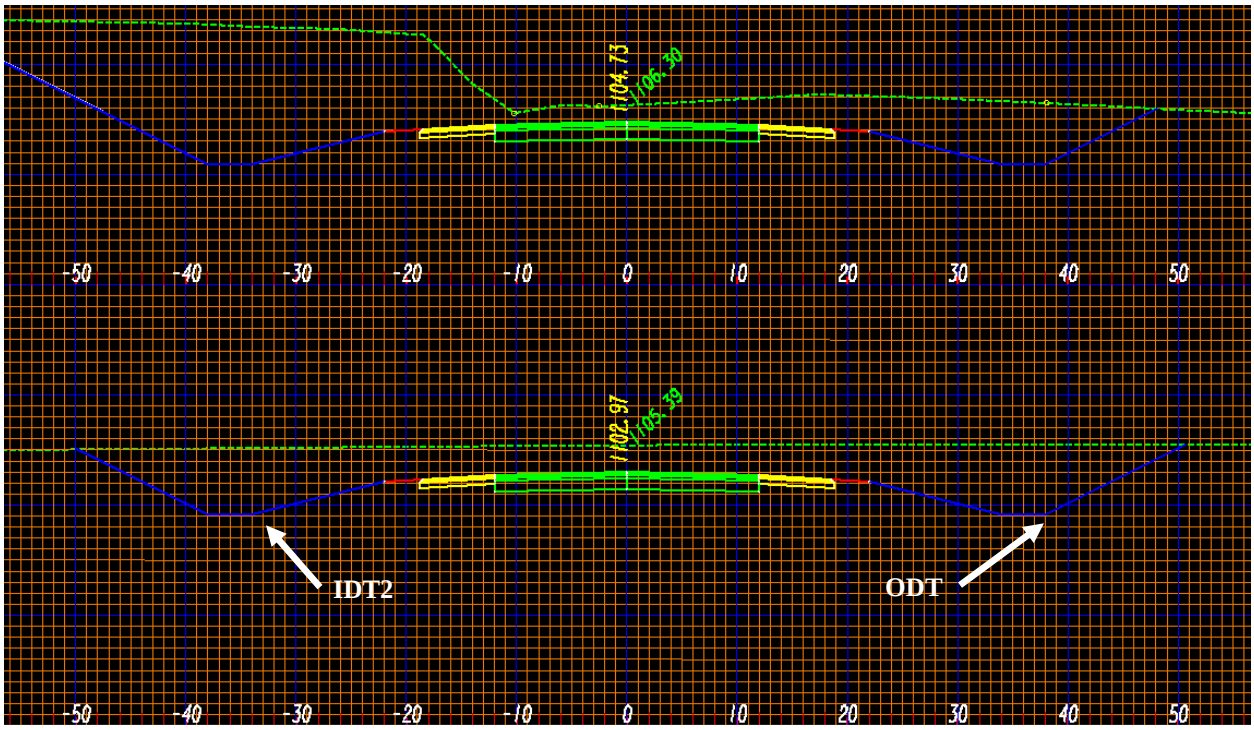
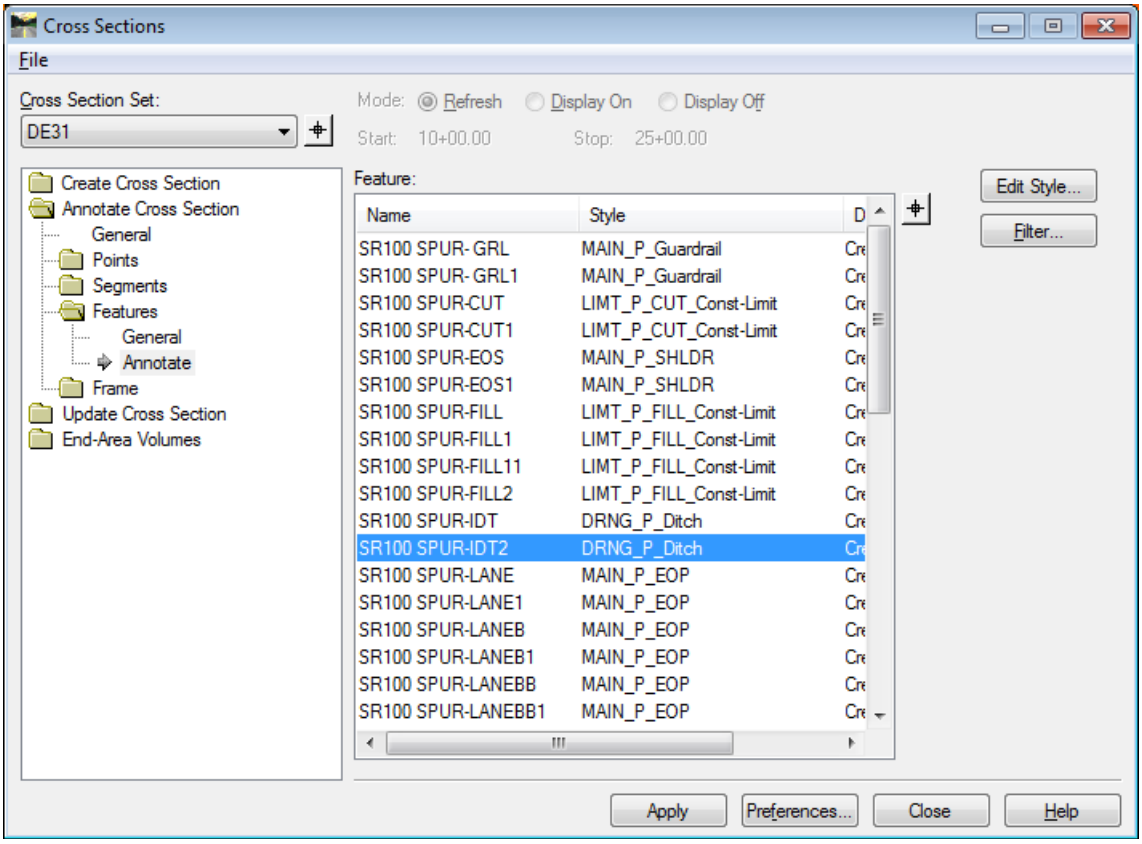
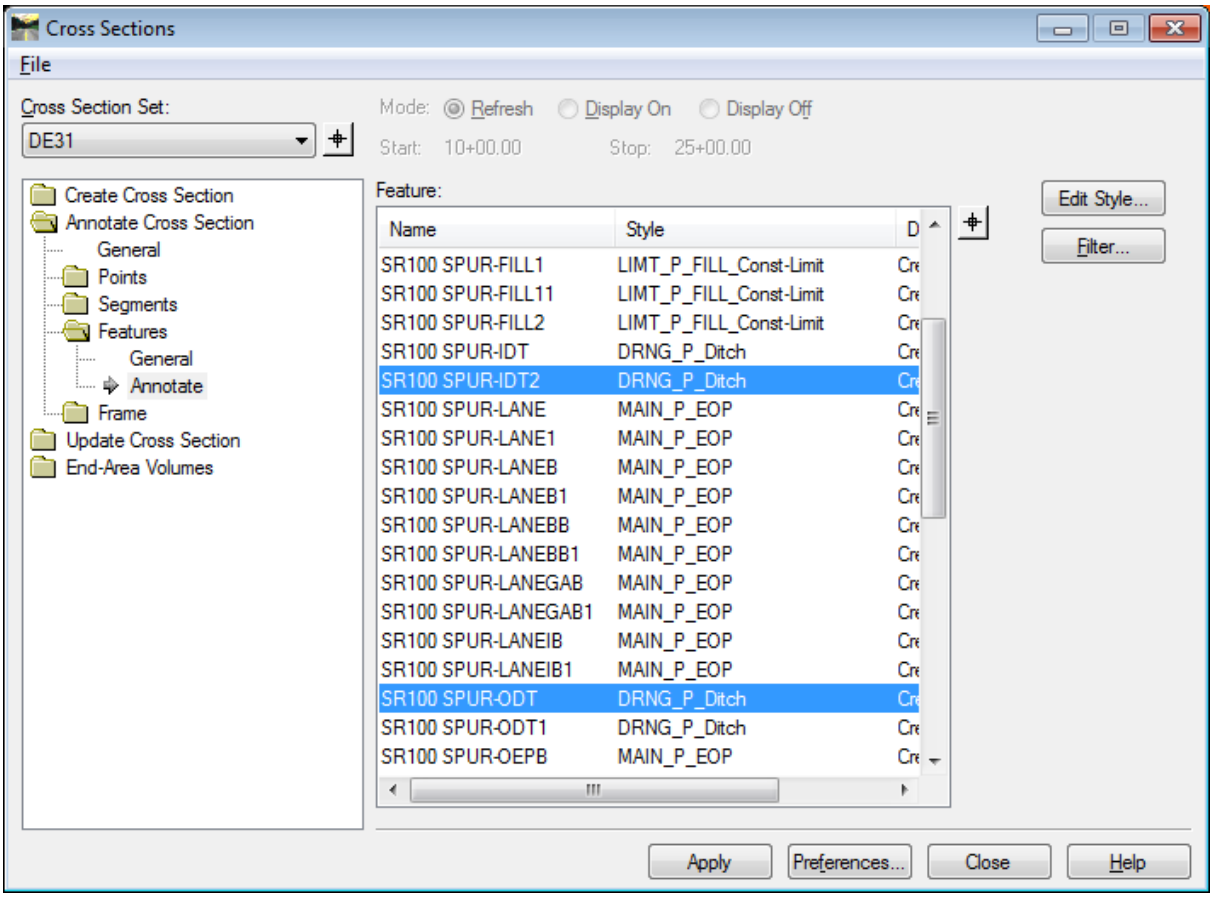
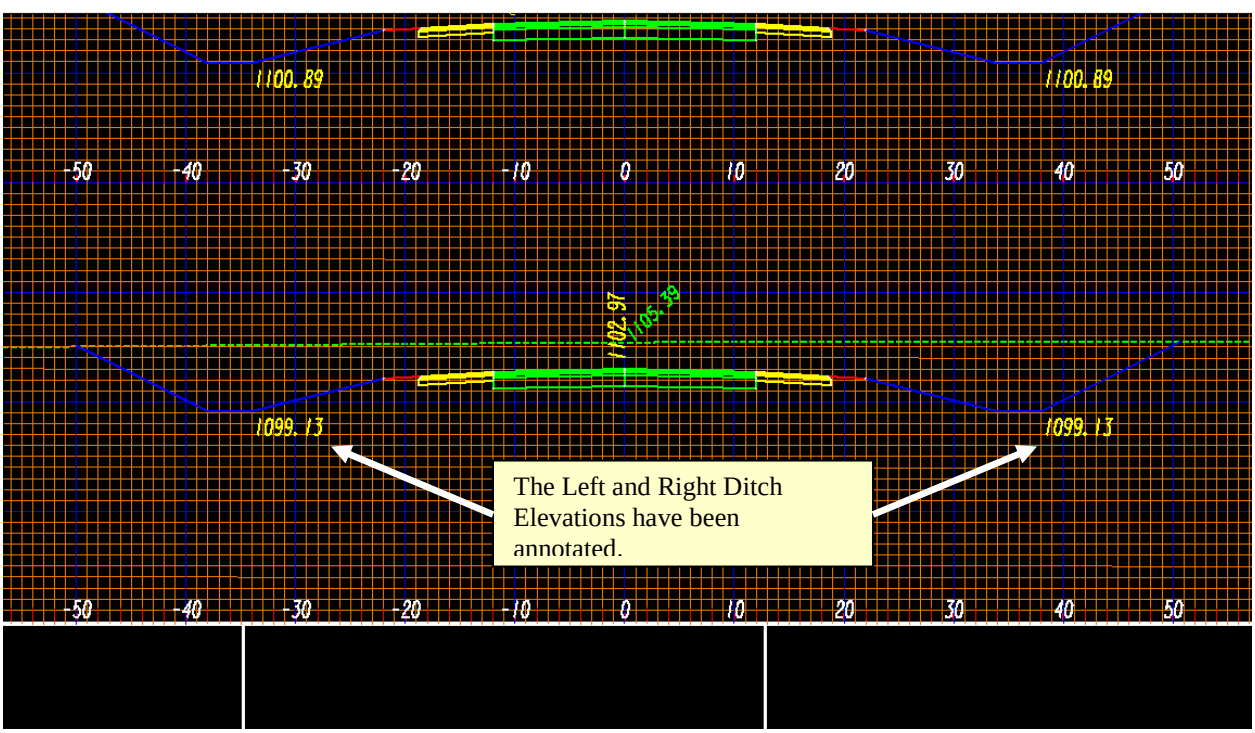

Figure L9-25 Annotate Cross Section
Figure L9-26 Annotate Cross Section
Figure L9-27 Annotate Cross Section
Figure L9-28 MicroStation View Window
39.	**Select the Feature that will Annotate the Roadway Ditch Elevations.** • Right mouse click in the **Feature:** field. • Left click on **Select None**. This clears the selections in the **Feature:** field. • In the **Cross Sections** dialog, click the **Locate** button. The **Cross Sections** dialog disappears and the MicroStation Window becomes active. • Notice in the bottom left corner of the MicroStation Window you are prompted to **>Select Feature**. Left click on the Point identified as **IDT2** in *Figure L9-25*. • Notice in the bottom left corner of the MicroStation Window you are prompted to **>Accept/Reject** the Feature. Left click in the MicroStation Window to accept. You are returned to the **Cross Sections** dialog and the Feature **SR100 SPUR-IDT2 has** been selected as shown in *Figure L9-26*. • Click the **Locate** button again. • Left click on the Point identified as **ODT** in *Figure L9-25* and accept the Point. • Notice in *Figure L9-27* two Features are now selected: **SR100 SPUR-IDT2**, selected in the previous Locate operation, and **SR100 SPUR-ODT** selected in this operation. • Click **Apply** but do **not** close the **Cross Sections** dialog. • Verify your view in MicroStation matches that shown in *Figure L9-28* and the Ditch Elevations were annotated.